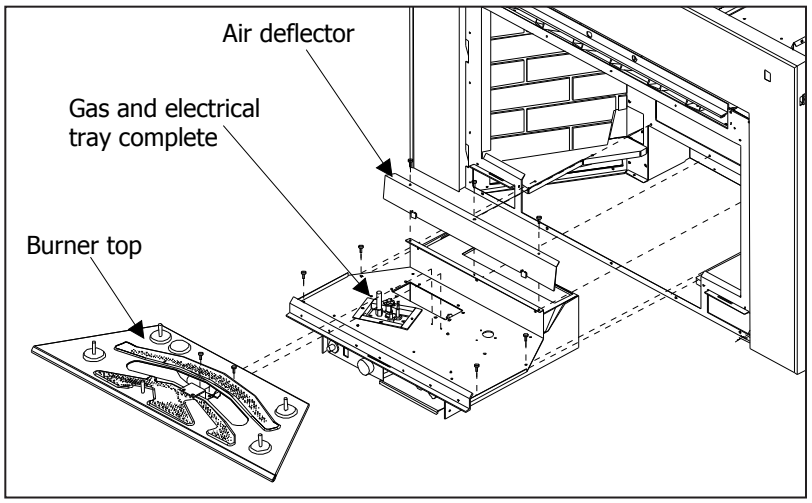

**Figure 7: Removing Burner and Gas Tray.**
2. Remove the burner tray top by removing the two (2) T-20 screws located in the center of the burner tray (see Figure 7). Slide tray to the left and lift out.
6. Remove the three (3) T-20 screws that hold the air deflector in place on the back firewall (see Figure 7) and undo the remaining screws that hold the burner assembly in the appliance. Carefully remove the gas tray assembly from the firebox, ensuring that wires and gas lines are not damaged.